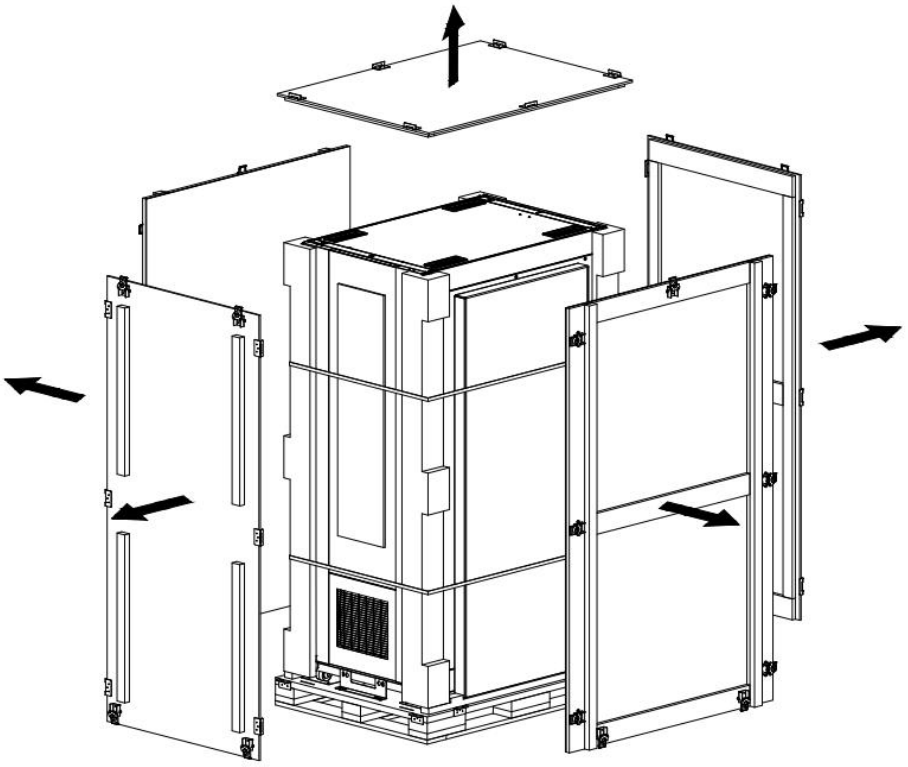

Figure 3-7 Remove the surrounding planks
b) Release the toggle latch and remove the surrounding planks as shown in Figure 3-7.